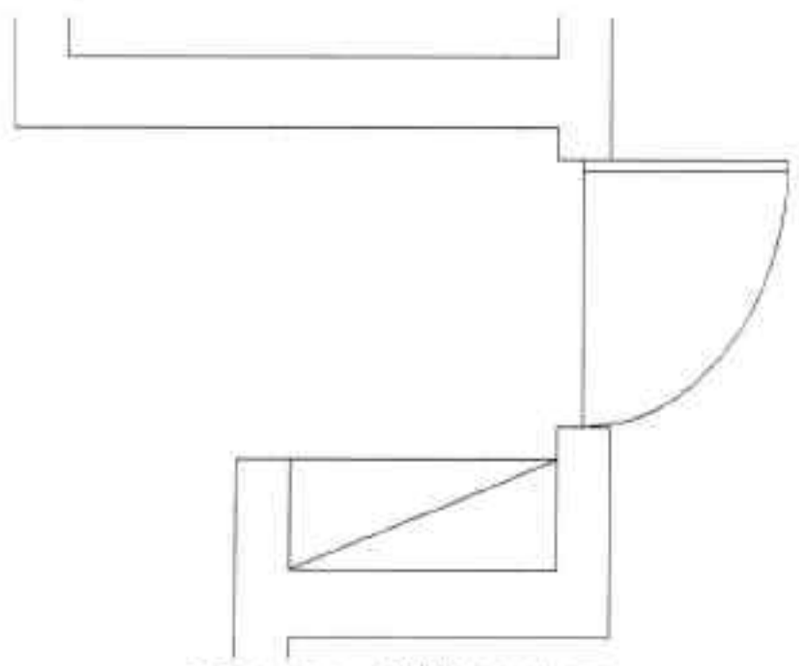

图19-20 绘制鞋柜造型
Step 05 执行“直线”命令，绘制鞋柜造型，如图 19-20 所示。